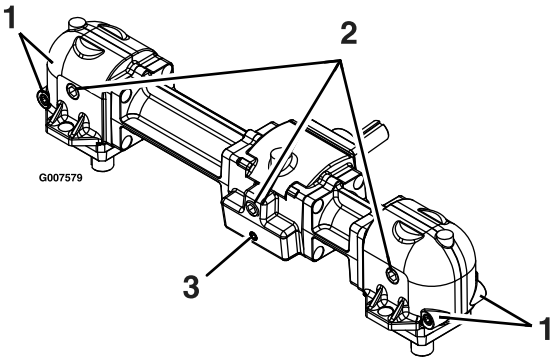

Bild 35
4. Nehmen Sie die große Ölablassschraube vorne an jedem der drei Getriebeabschnitte ab und lassen Sie das Öl ab (Bild 35).